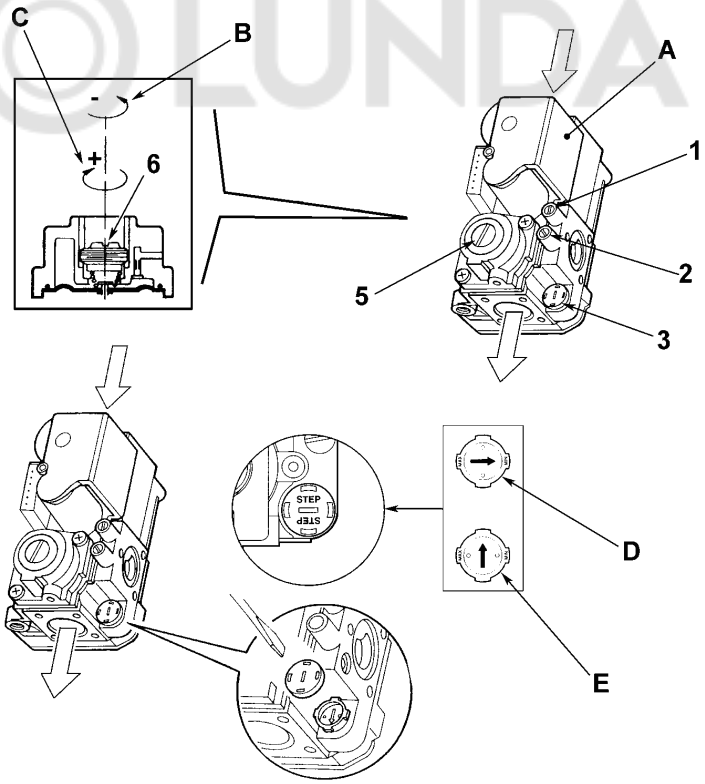

рис. 19 - Переналадка котла на другой вид газа
Настройка газового клапана (рис.19)
2. Снимите с газового клапана заглушку 3 (рис. 19). С помощью отвертки установите «СТУПЕНЬ» розжига на основании выбранного для работы газа (G20 или G31); установите заглушку на место.
- Стравите воздух из газопроводных труб через штуцер отбора давления 1 газового клапана (рис. 19).